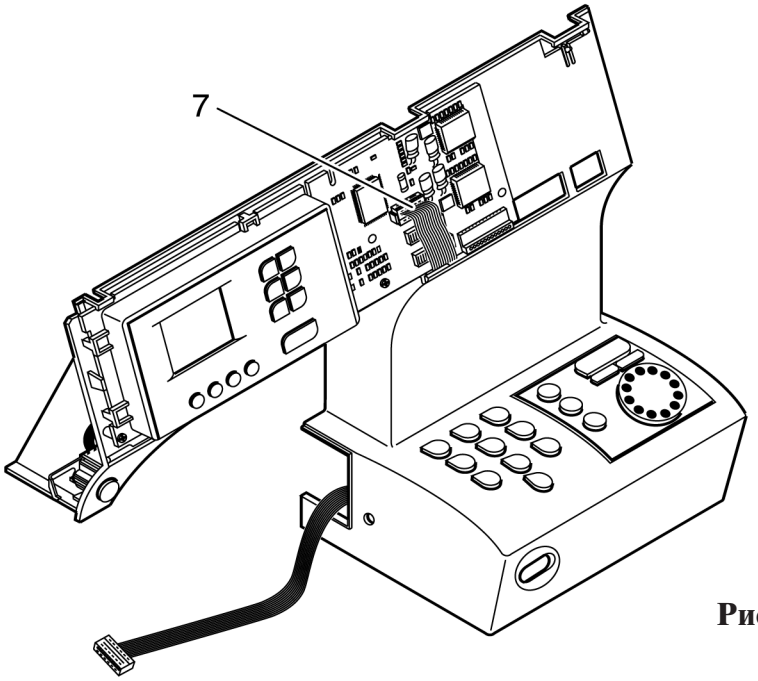

Рис. 6
- Отсоедините от печатной платы корпус вилочной части штекерного разъема 7 (рис. 6).